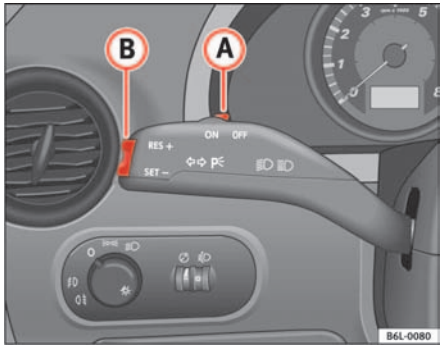

Fig. 103 Turn signal and main beam lever: switch and rocker switch for CCS
– Press the upper part **RES** of the rocker switch ⇒ fig. 103 (B) to increase the speed. The vehicle will continue to accelerate for as long as you keep the rocker switch pressed. When you release the switch, the new speed is stored.
Control of the set speed is switched off if you reduce speed by depressing the brake pedal. Reactivate the control by pressing once on the upper part of the rocker switch **RES+** ⇒ fig. 103 (B).